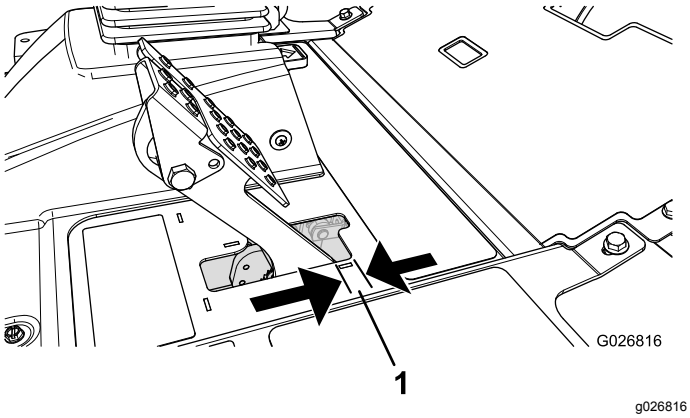

Figur 86
Justera bromsarna om bromspedalen har mer än 2,5 cm fritt spel eller om större fasthållningskraft krävs (Figur 86). Det fria spelet är det avstånd bromspedalen förflyttar sig innan bromsmotståndet känns av.
2. Dra åt den bakre muttern så att kabeln förs bakåt tills bromspedalerna har ett spel på 0,63–1,27 cm innan hjulen låses (Figur 86).